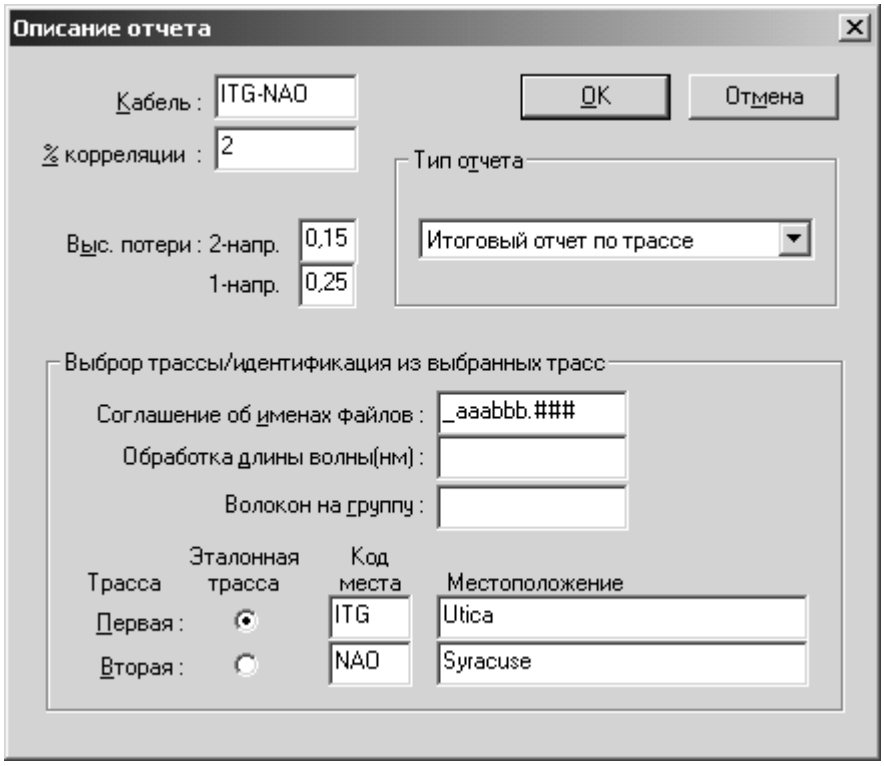

Рисунок 11-6: Диалоговое окно Описание отчета
4. Выполните настройки в диалоговом окне “Описание отчета” (см . Рисунок 11-6).
4. Используя параметры, ранее показанные в диалоговом окне “Описание отчета” (см. Рисунок 11-6), выберите “Отчет о двунаправленных измерениях потерь в стыках”.
5. Используя параметры диалогового окна “Описание отчета” (см. Рисунок 11-6), выберите “Итоговый отчет о двунаправленных измерениях потерь в стыках”.
5. Используя параметры диалогового окна “Описание отчета” (см. Рисунок 11-6), выберите “Итоговый отчет об однонаправленных измерениях потерь в стыках”.
4. Используя параметры диалогового окна “Описание отчета” (см. Рисунок 11-6), выберите “Отчет о пригодности волокна”.